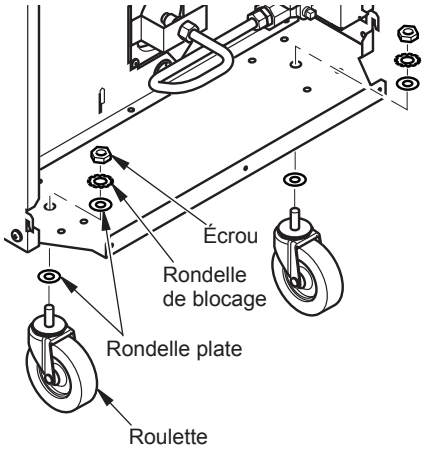

Figure 4 - Pose des roulettes
2. Vous pouvez enlever les panneaux latéraux de l'appareil de chauffage pour faciliter la pose des roulettes. Dans ce cas, reportez-vous à *Retrait des panneaux supérieur et latéraux*, page 14. La figure 4 illustre le panneau latéral enlevé pour plus de clarté.
4. Placez une rondelle plate sur l'extrémité filetée de la roulette. Insérez l'extrémité de la roulette dans les trous dans le socle de l'habillage comme illustré à la figure 4.
5. Fixez chacune des roulettes au socle à l'aide d'une rondelle plate, d'une rondelle de blocage et d'un écrou comme illustré à la figure 4.